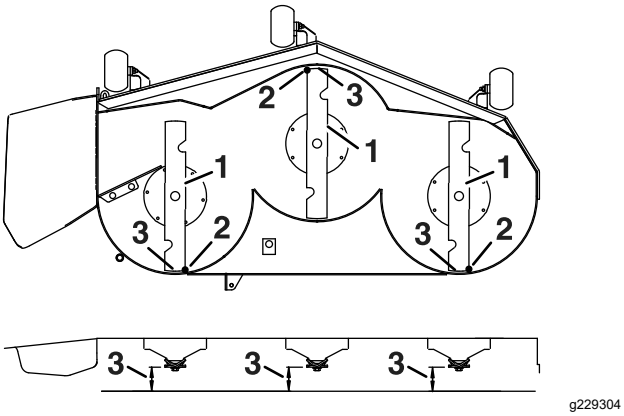

Figure 82
7. Check the front-to-rear blade level (Figure 82). Ensure the front blade tip is lower than the rear blade tip as shown in the block height and rake table. If it needs adjustment, continue with this procedure.